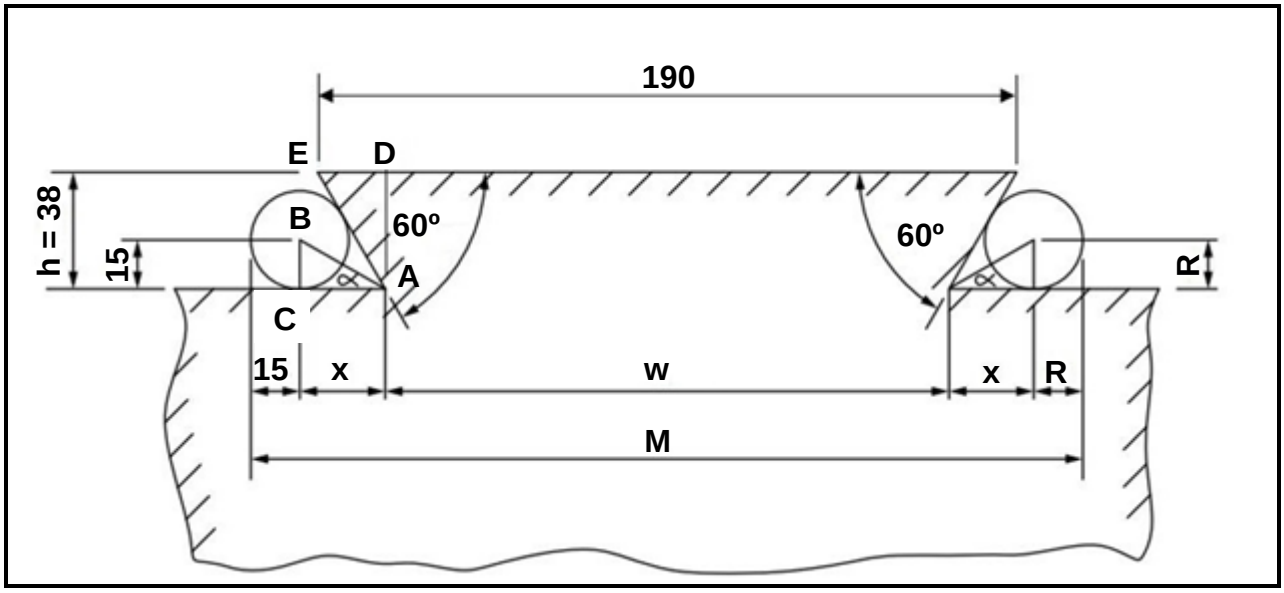

FIGUUR 6.2
6.2 FIGUUR 6.2 toon 'n tekening van 'n swaelstert. Beantwoord die vrae wat volg.